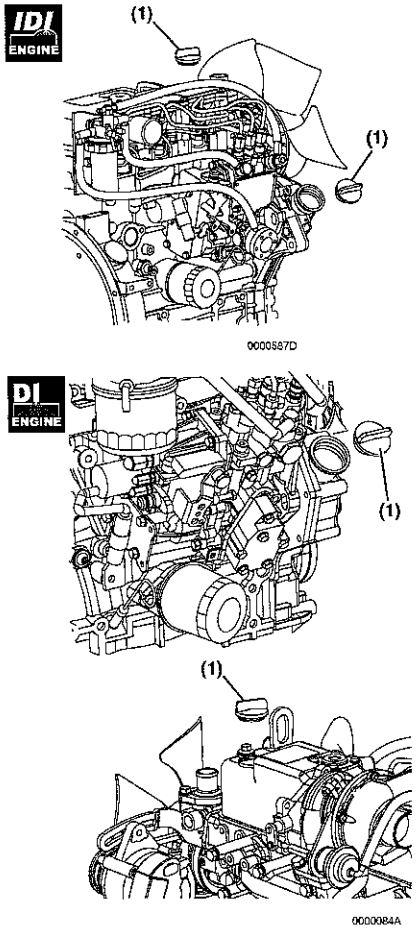

Figura 1
4. Rimuovere uno dei tappi di riempimento dell'olio **(Figura 1, (1))** in modo da ventilare il basamento del motore e facilitare lo scarico dell'olio.